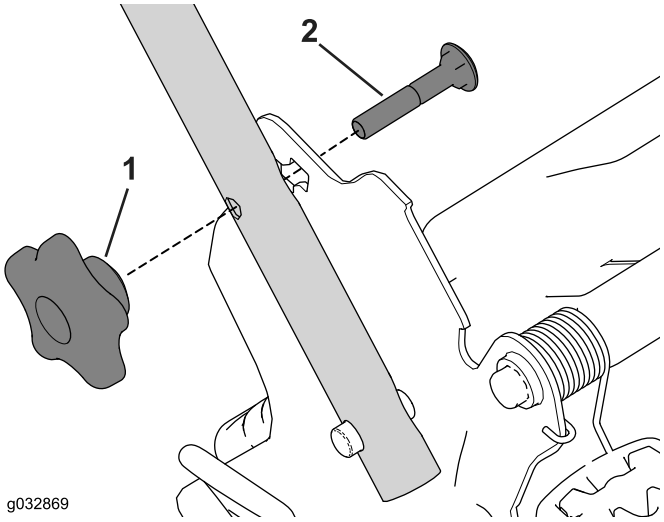

Figur 27
1. Fjern og behold de to håndtaksknottene og de to låseboltene fra håndtaksbrakettene (Figur 27).